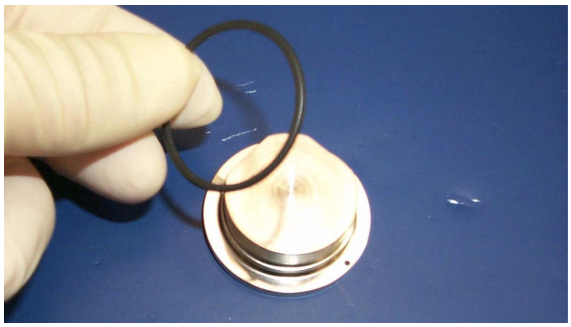

Figure 5-38 O-ring Removal from Deflecting Magnetic Pole Piece
3. Remove the O-ring from the deflecting magnetic pole piece and place both the O-ring and the deflecting magnetic pole piece on a clean surface (Figure 5-38).